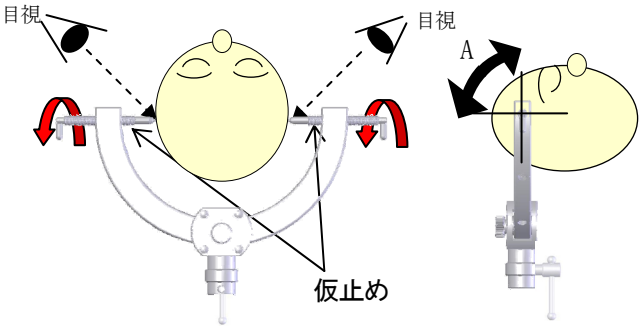

図1-1　　図1-2
① 介助者が患者の頭を支え､滅菌したスクリューピン(ヘッドピン)で仮止めします。(図1-1)頭蓋骨の硬さには、個人差があります。仮止めするときには､スクリューピンの先端部を目視確認しながら注意して固定作業を行って下さい。仮止め状態で患者頭部が、矢印A(図1-2)のように、スクリューピンを中心軸にして患者の頭が動くことを確認して下さい。